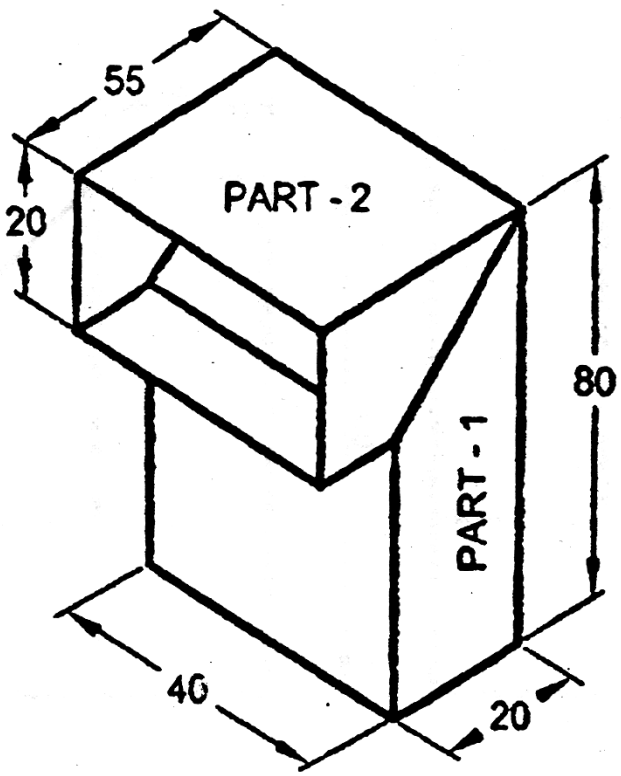

Figure 1 (شكل 1)
(2) All questions carry equal marks.]
5. Draw the development of a rectangular duct as shown in figure 1.